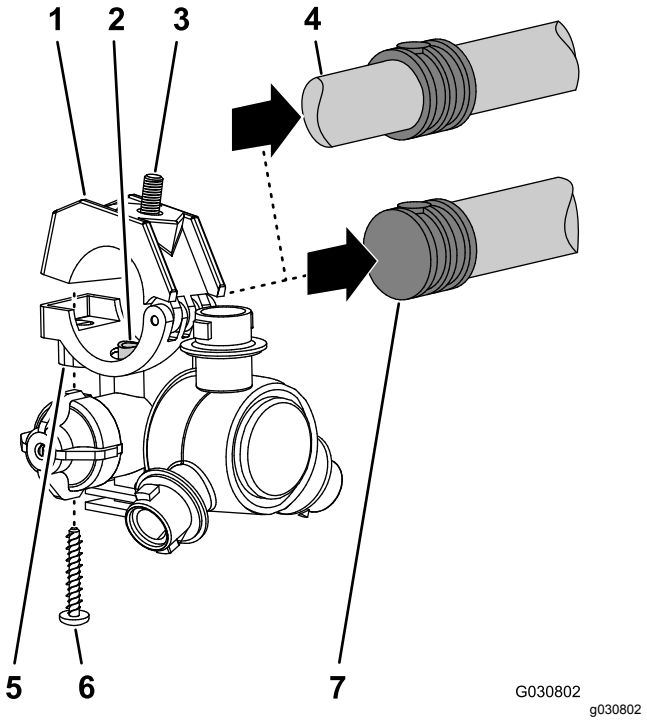

Figur 119
5. Bruk de åtte sprederdysene du fjernet i trinn 1, og fjern skruene i rustfritt stål (nr. 12 x 1-1/4 tomme) som fester den øvre klemmehalvdelen og slangeskaftet med mothake på én eller begge sider (19 mm) i kroppen på hver sprederdyse, og fjern slangeskaftene med mothake (Figur 119).